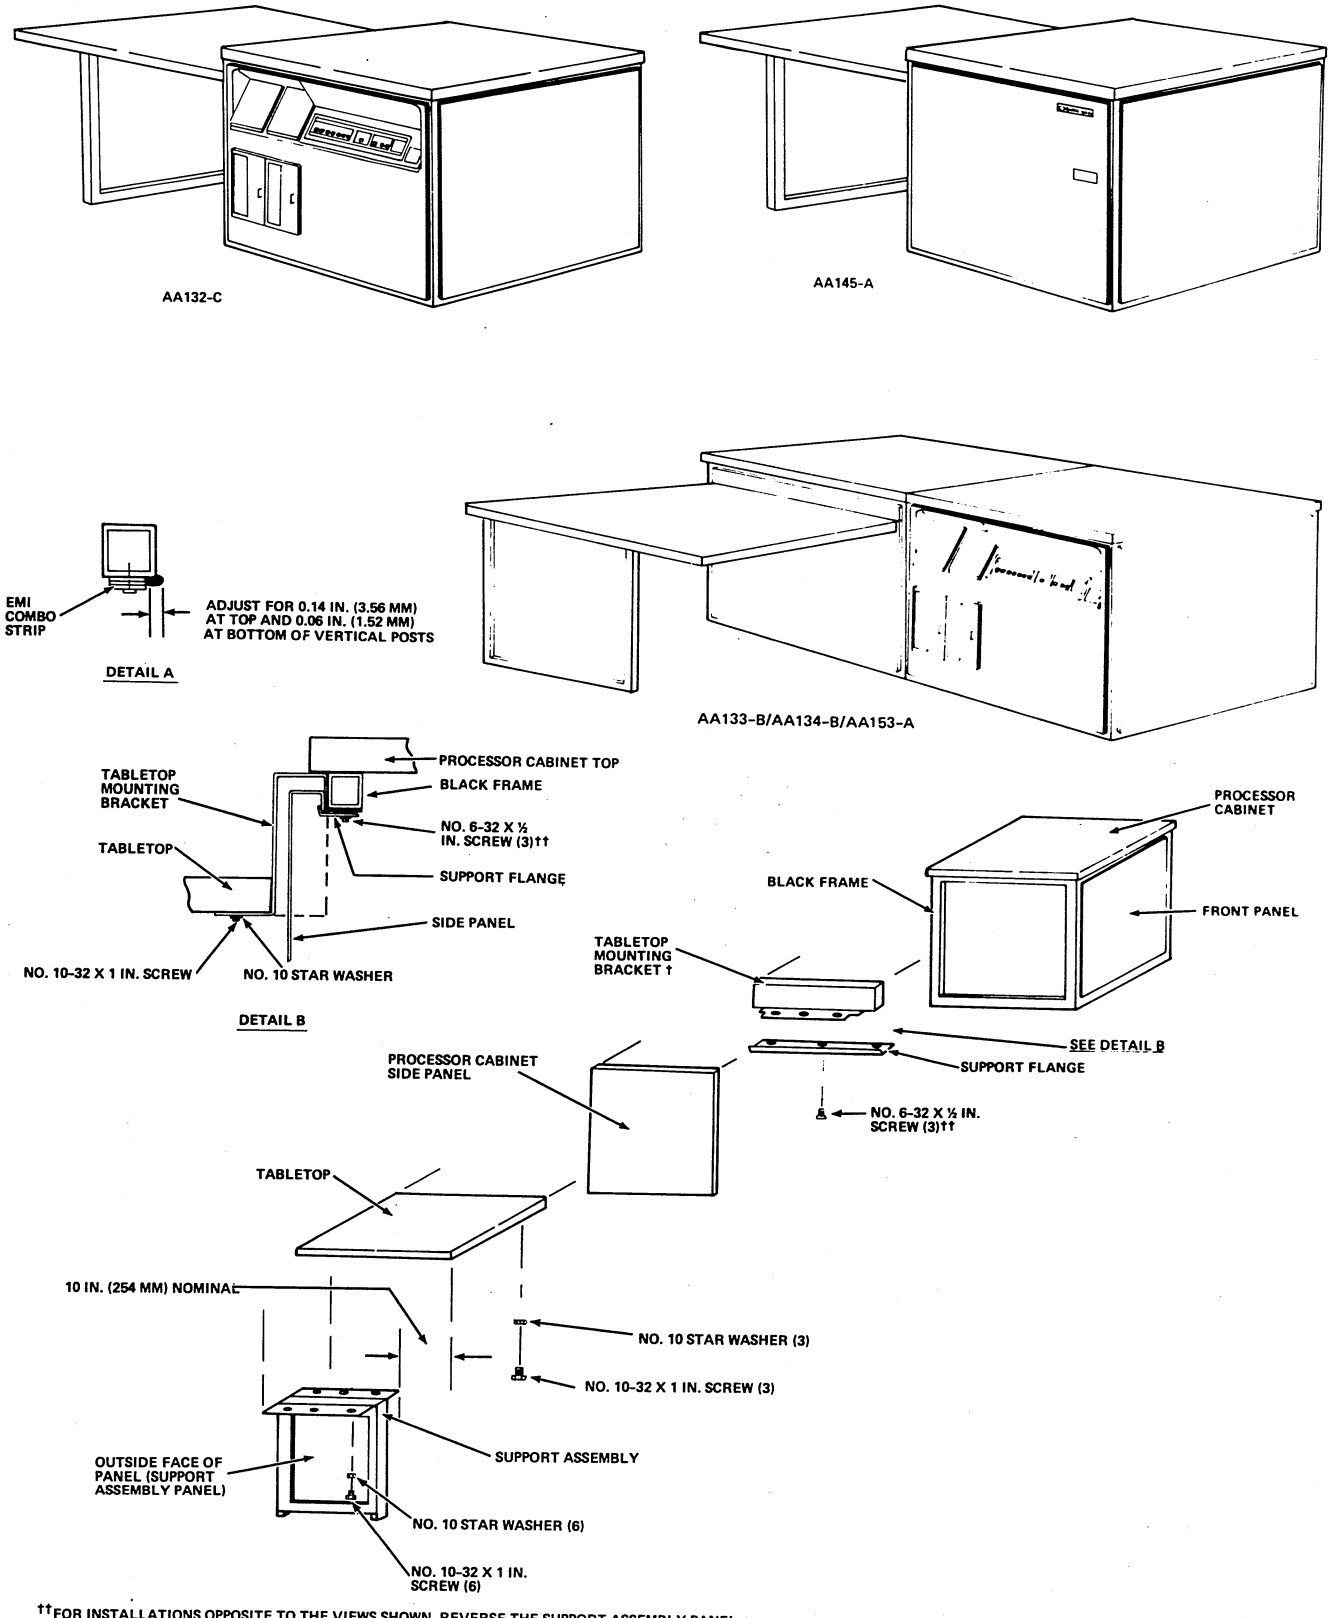

Figure 2-2. AV102 Table Top Installation
The CYBER 18 processors are received assembled. The CYBER 18-5M/10M/20 processors are received with a separate table top extension (AV102-A) that is assembled to the processor cabinet on site. Refer to figure 2-2, and assemble as follows:
b. Readjust the two vertical EMI combo strips so the shielding material extends 0.14 inch (3.56 millimeters) at the top of the cabinet post and 0.06 inch (1.54 millimeters) at the bottom (see detail A of figure 2-2).
d. Refer to detail B of figure 2-2. Install the table top mounting bracket and the support flange (removed in step 1) using three 6-32 screws. Tighten screws finger tight only.
4. Position the table top and support assembly (step 3) on the mounting bracket (step 2d), and assemble with three 10-32 screws and three number 10 washers per detail B of figure 2-2. Adjust the leveling pads on the table top support as required before final tightening of the mounting screws.